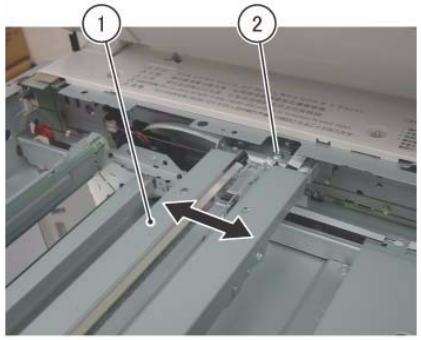

Figure 1 Unfasten the Full Rate Carriage
5. Unfasten the Full Rate Carriage from the Carriage Cable. (Figure 1)